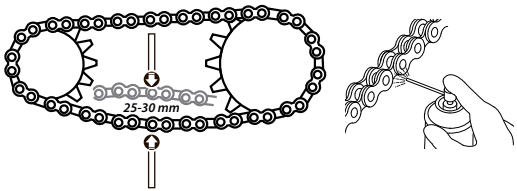

Imagen 23. Holgura de la cadena.
2. Mover la cadena con la mano hacia arriba y hacia abajo para revisar que su holgura esté entre 25 y 30 mm. Ver imagen 23.